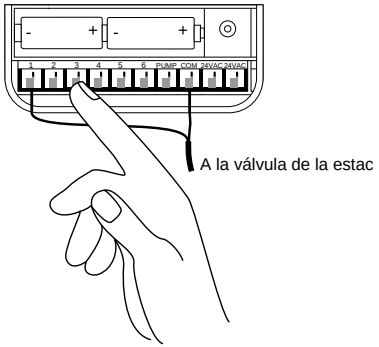

FIGURA 26: Conexión de los cables de las válvulas
- Puede resultar necesario abrir el terminal para poder introducir o retirar los hilos. Para ello, eleve la pestaña situada en la parte superior del terminal **[Vea la Figura 26].**
- Conecte el cable común al terminal que tiene la inscripción **COM** **[Vea la Figura 26].**